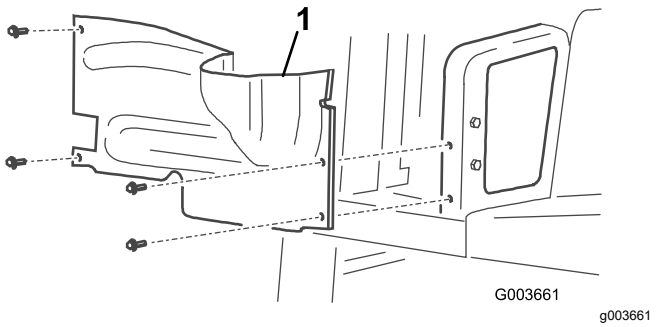

Figura 2
7. Retire los 4 pernos que sujetan la cubierta de la rueda derecha al bastidor y retire la cubierta (Figura 2).